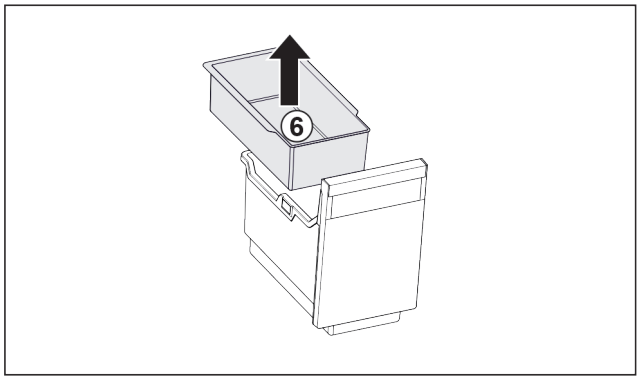

Fig. 24
▶ Einhängeschale *Fig. 24 (6)* entnehmen.